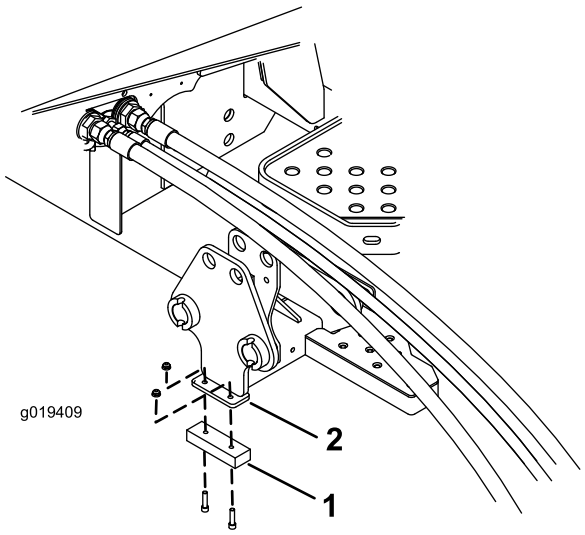

**Figur 5**
3. Monter en kofanger på undersiden af beslaget med (2) 1/4 tommer skruer og møtrikker (Figur 5).